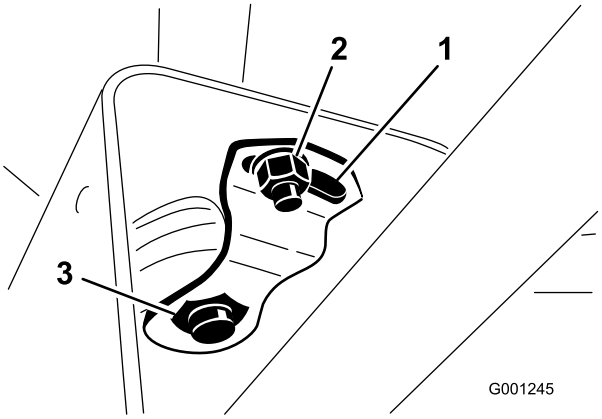

**Figur 70**
2. Skjut upp kåpan längs med styraxeln för att exponera svängfästet (Figur 70).
3. Lossa den lilla muttern, vrid tappfästet tills den stora muttern undertill är åtdragen (Figur 70).